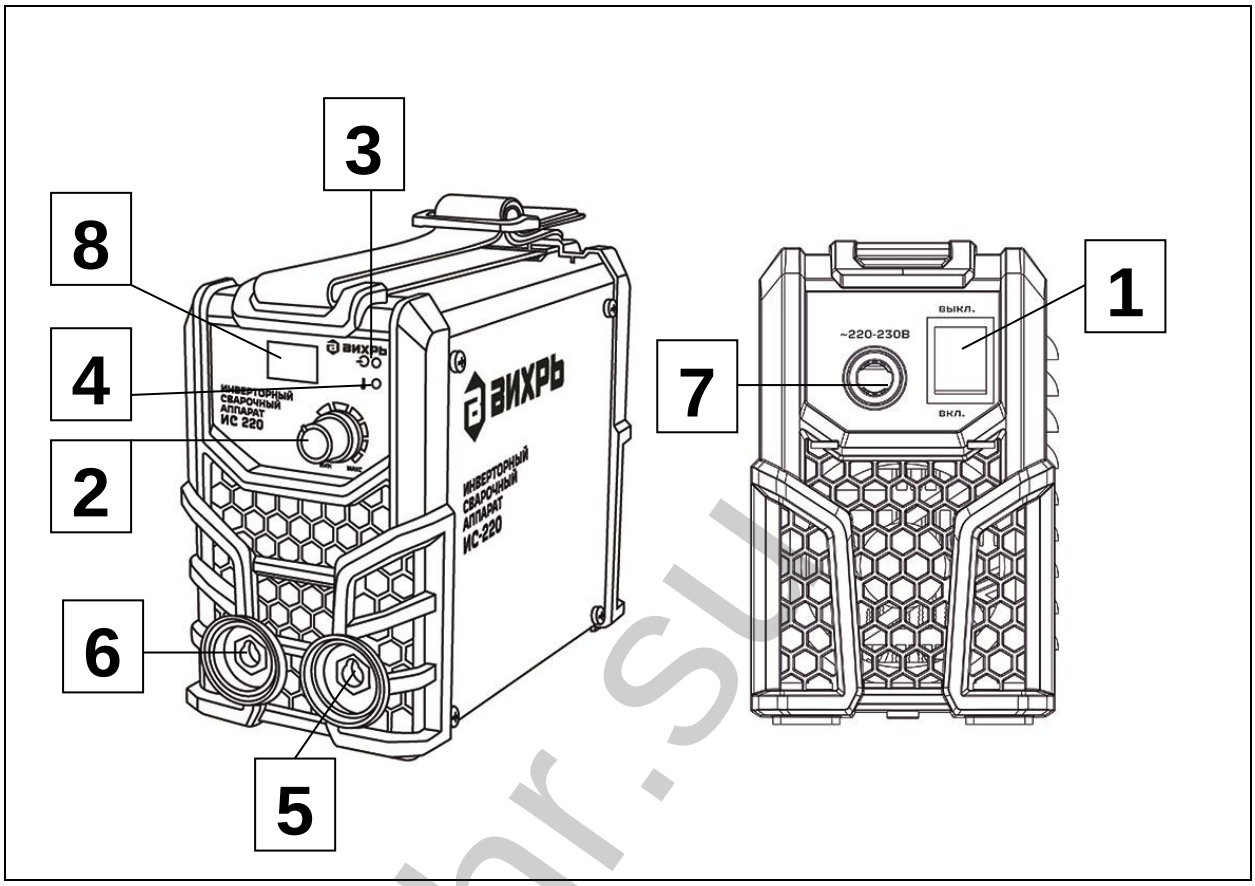

Рис. 1. Общий вид
- Держа сварочную маску перед лицом, «чиркните» электродом по поверхности свариваемой детали (как при зажигании спичкой). Данный метод наиболее продуктивный для зажигания сварочной дуги (Рис 6 (рис.1)).